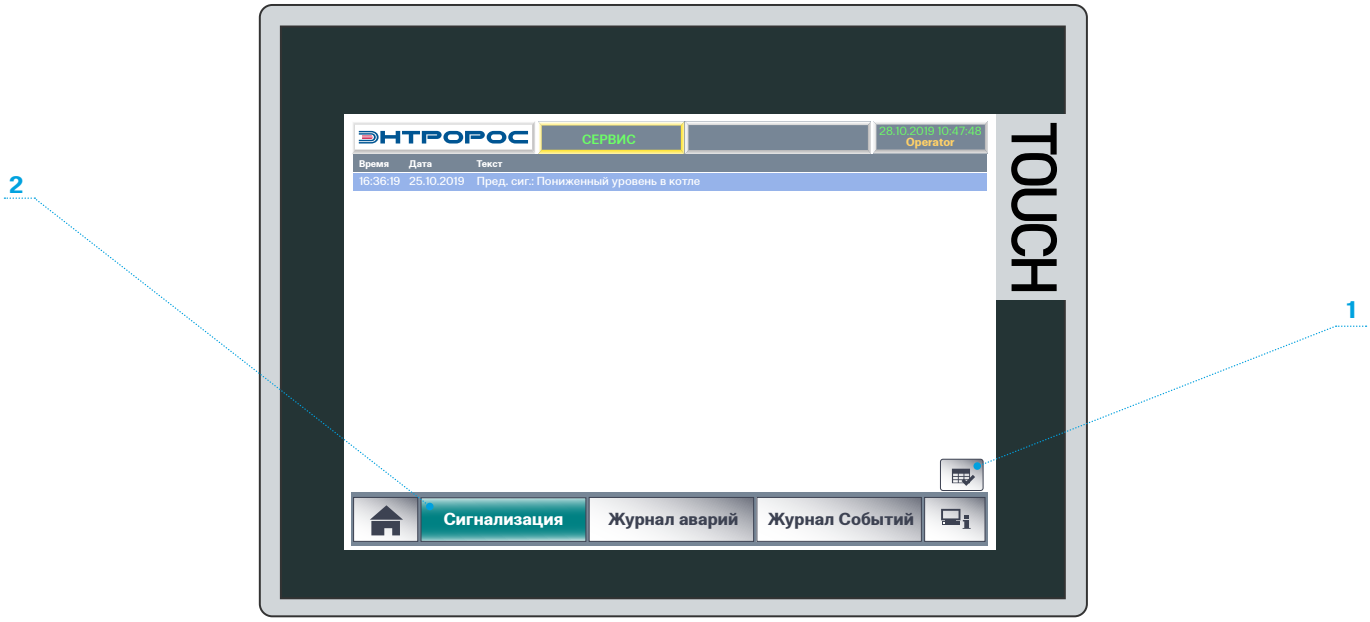

Рис. 18
Данная ветвь пользовательского меню (рис. 18) служит для просмотра всех зарегистрированных событий в системе. Система сообщений этого HMI-интерфейса построена по принципу стека FIFO (первый пришел — первый вышел), который основан на всех функциях предустановленной ОС панели оператора, а также ограничена физической памятью панели и ее хватает на хранение и сортировку последних 1024 сообщений После исчерпания объема памяти более старые сообщения переписываются более новыми.
- окно сигнализации (рис. 18);
Окно сигнализации служит для предоставления оператору информации о наличии предупредительной или аварийной сигнализации. Оператор принимает решение о квитировании по результату просмотра данного окна (нажатием кнопки 1 (рис. 18)) конкретного аварийного или предупредительного сообщения, в результате чего сразу деактивируется аварийная сигнализация.